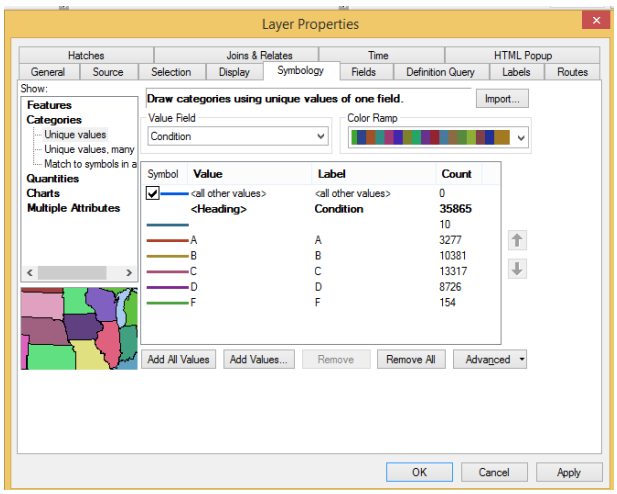

Figure 3.19. After Categorizing
- Then click "add all values tab", set the symbol color & size and click ok as shown in figure 3.19.